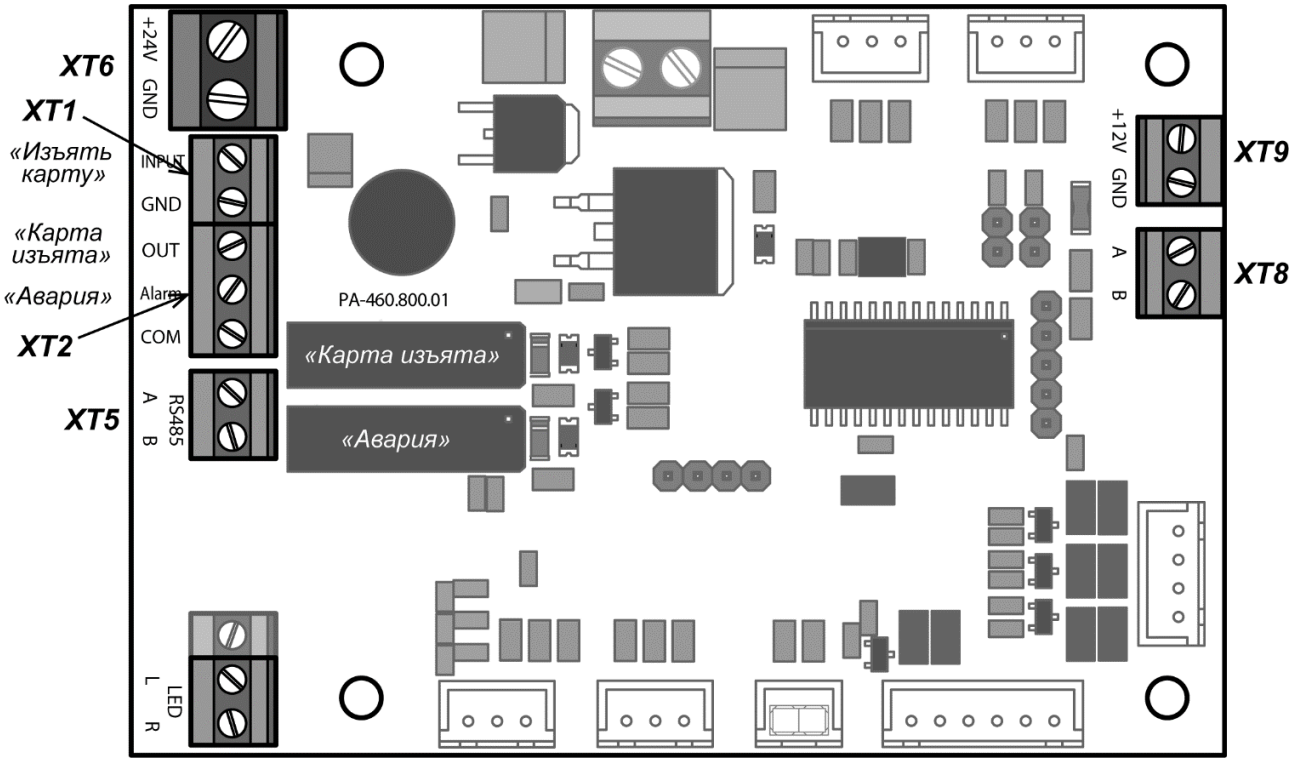

Рисунок 10. Внешний вид платы управления картоприемника
3. Если предъявленная карта является временной картой посетителя и требует изъятия, то контроллер СКУД подает управляющий сигнал на вход платы управления картоприемника *«Изъять карту»* (контакт *INPUT* ***XT1****,* см. рис. 10). Подсветка щели для приема карт перейдет в режим мигания с частотой 2 раза в секунду, указывая на то, что карта подлежит изъятию.
5. При падении карты в контейнер второй оптический датчик фиксирует факт изъятия карты. В этом случае картоприемник закрывает шторку, подсветка щели для приема карт вновь становится постоянной. Одновременно с выхода платы управления картоприемника *«Карта изъята»* (контакт *OUT* ***XT2***, рис. 10) подается управляющий сигнал, являющийся для контроллера СКУД подтверждением разрешения прохода. По данному сигналу контроллер СКУД разрешает проход в данном направлении (подает соответствующий сигнал на механизм управления турникетом) и после прохода через турникет снимает сигнал *«Изъять карту».* По снятию сигнала *«Изъять карту»* картоприемник снимает сигнал «*Карта изъята»*.
6. Третий оптический датчик картоприемника отслеживает факт заполнения контейнера картоприемника. При его заполнении картоприемник передает в контроллер СКУД сигнал «*Авария»* (контакт *Alarm* ***XT2***, рис. 10), подсветка приемной щели картоприемника перейдет в режим мигания с частотой 1 раз в 2 секунды, тем самым предупреждая о необходимости освободить контейнер от изъятых карт. Если контейнер не освобождается, то после приема еще 9 карт работа картоприемника блокируется, подсветка приемной щели гаснет. Разблокировка картоприемника происходит автоматически после освобождения контейнера от карт (порядок выемки и установки контейнера приведен в п. 9.5). Также сигнал «*Авария*» подается в контроллер СКУД при возникновении неисправностей механизма картоприемника.
Внешний вид платы управления картоприемника показан на рис. 10. На плате расположены клеммные колодки: